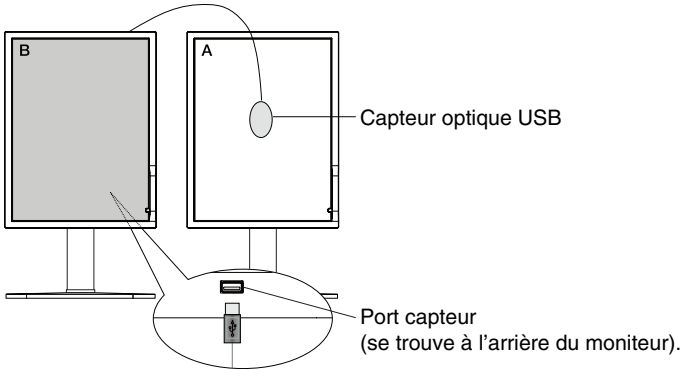

Figure C.1
1. Pour afficher le menu CALIBRAGE, branchez le capteur optique USB au port capteur (**Figure C.1**) ou sélectionnez CALIBRAGE AUTOMATIQUE dans le menu avancé (page 20).
5. Lors de la procédure, on vous demandera de placer le capteur optique USB au centre du panneau d'affichage (**Figure C.4**). Inclinez le panneau d'affichage d'environ 5° vers l'arrière et placez le capteur optique USB au centre du panneau d'affichage (**Figure C.1**).